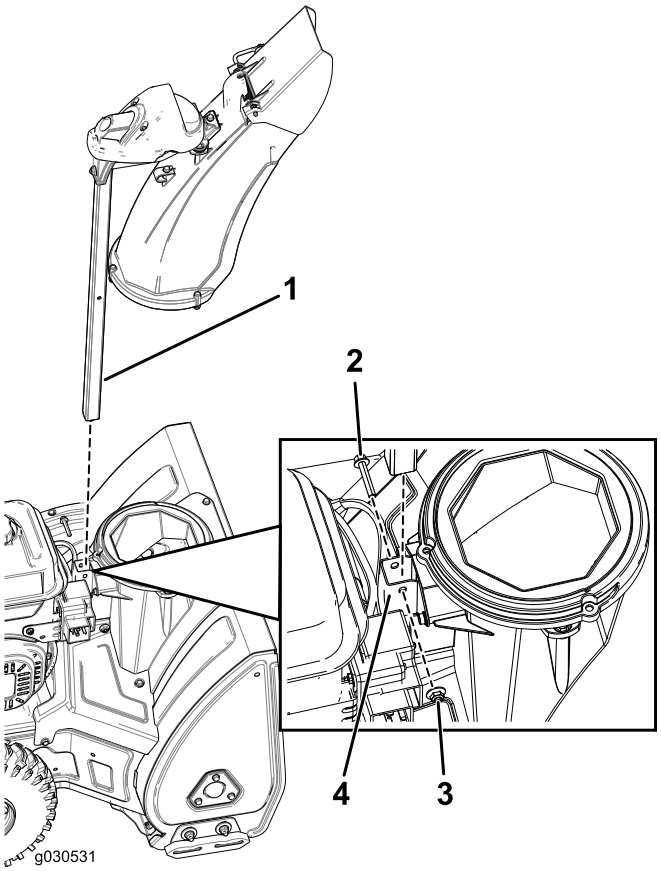

Рисунок 5
1. Вставьте стойку желоба в кронштейн в основании машины и закрепите его болтом и контргайкой (Рисунок 5).